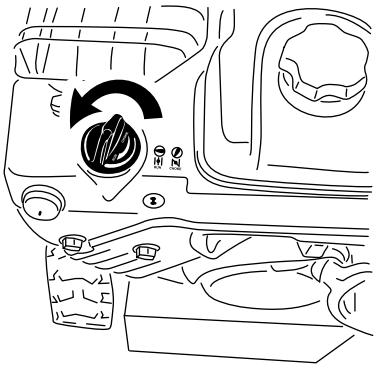

Figuur 28
5. Draai de choke in de stand Choke (Figuur 28).